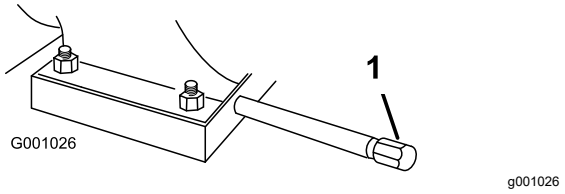

Figur 31
2. Rengör området runt oljeavtappningslocket (Figur 31).